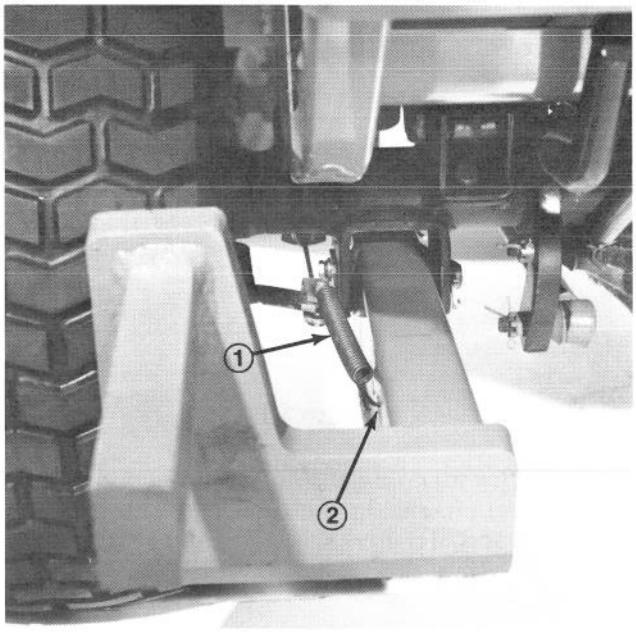

Figure 19
3. Remove cotter pins from clevis pins holding brake struts and yokes together, and discard the cotter pins. Keeping clevis pin in place, install short end of spring into hole in clevis pin to retain parts together. Connect other end of springs to slotted holes in lift arms (Fig. 19).